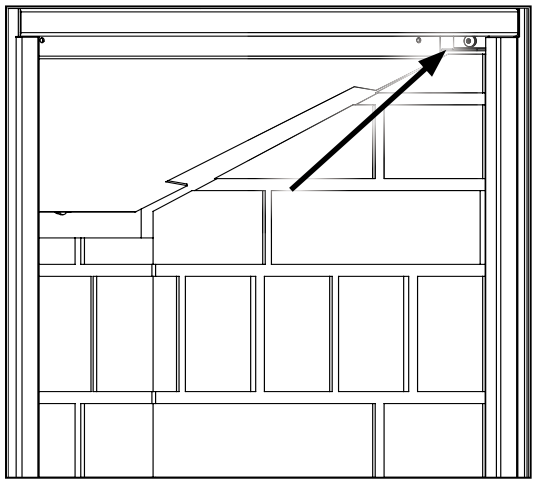

Figure 46. Brick Panel Retainer.
7. Install the supplied brick panel retainers (see Figure 46) on each side of the firebox above the ceramic panels. Make sure the panels are plum with the front of the firebox.